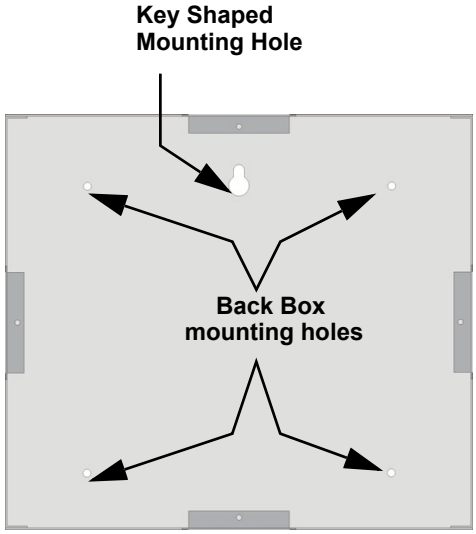

Figure 4.17 Back Box Surface Mount Holes
2. To properly mount the back box, insert a single screw into the key shaped mounting hole. Do not tighten all the way. See Figure 4.17.